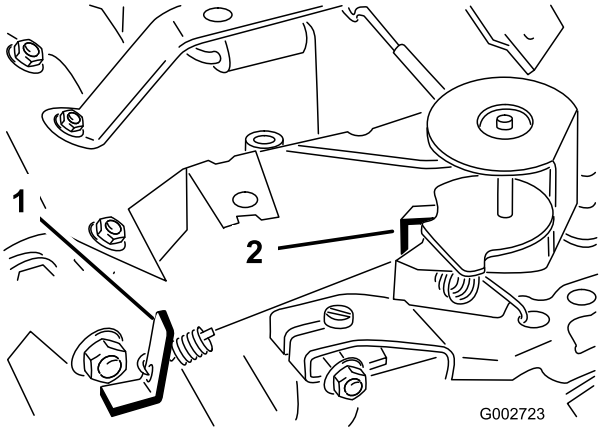

Figur 38
3. Bøj den regulerede styrefjeders ankertap (Figur 38) for at opnå en tomgang på 1725±50 omdr./min. Kontroller farten med en omdrejningstæller.
5. Flyt gashåndtaget til positionen hurtig (Fast). Bøj høj hastighedsfjederens ankertap (Figur 38) for at opnå en høj hastighed på 3400±50 omdr./min.